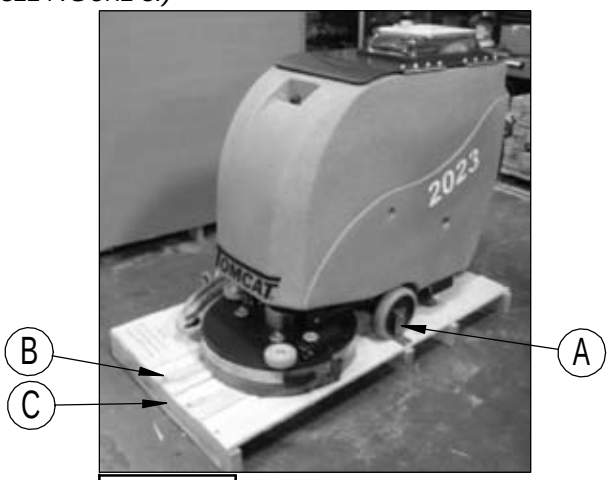

FIGURE 5.
TO UNCRATE THE MACHINE, REMOVE BANDING FROM AROUND THE CRATE. TAKE OFF THE TOP AND SIDES AND DISPOSE OF PROPERLY. REMOVE BRACKETS (A) FROM MACHINE WHEELS. REMOVE BOLTS (B) FROM PALLET THEN REMOVE BOARD (C). CAREFULLY ROLL THE MACHINE OFF OF THE BASE. *NOTIFY THE CARRIER IMMEDIATELY IF CONCEALED DAMAGE IS DISCOVERED*. *(SEE FIGURE 5.)*